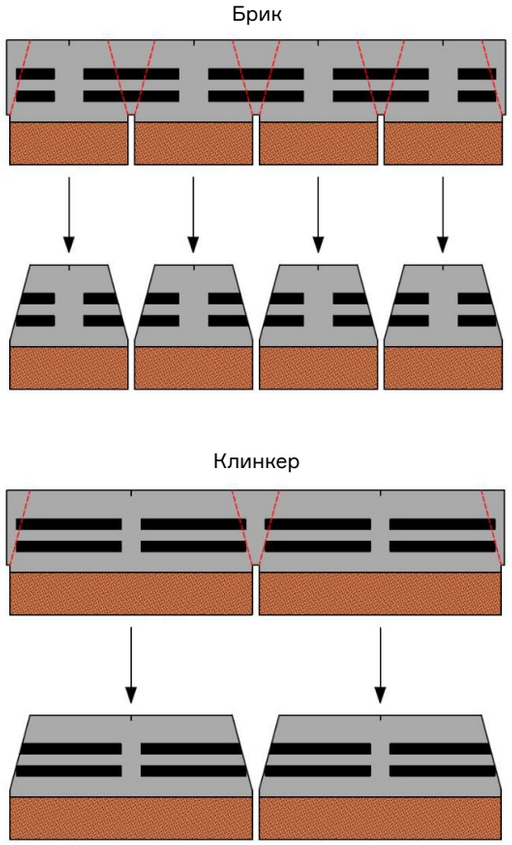

Рис. 17. УИзготавление угловых элементов для отделки внешних углов.
8.2.6. В случае отделки внешних углов при помощи угловых элементов их необходимо вырезать из самой фасадной плитки (рис. 17).